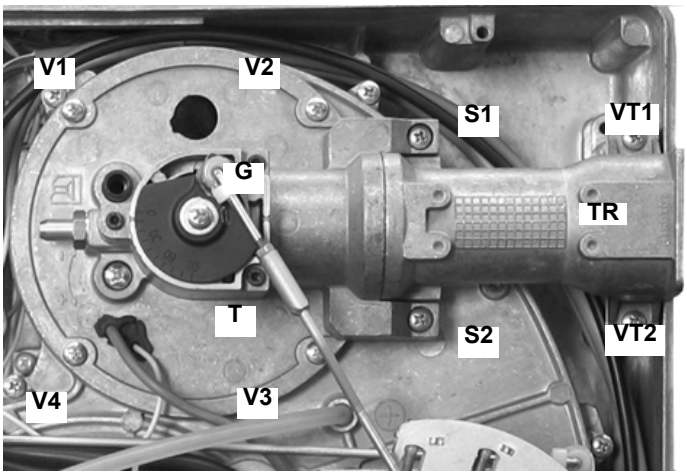
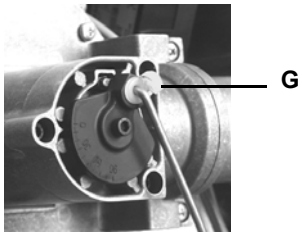

Fig. 48
Fig. 49
- Smontaggio esame e pulizia testa di combustione (vedi Fig. 48 e successive).
1 Sbloccare, tramite il gancio in plastica **G**, il tirante **T** (Fig. 48 - Fig. 49) di regolazione della farfalla gas ed estrarlo dalla sua sede tirando verso l’esterno.
2 Rimuovere le 4 viti **V1**, **V2**, **V3**, **V4** e la coppia di viti **S1** e **S2** (Fig. 48).